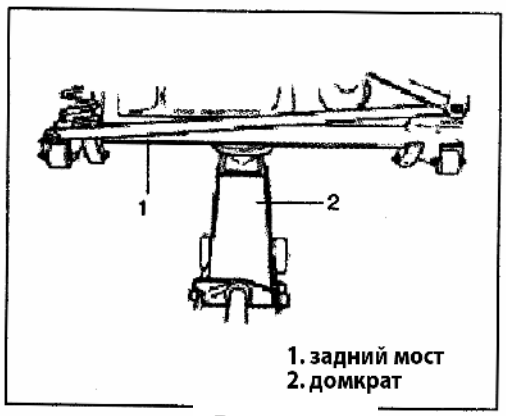

Рис. 564
2) Установите домкрат под задний мост (Рис. 564).